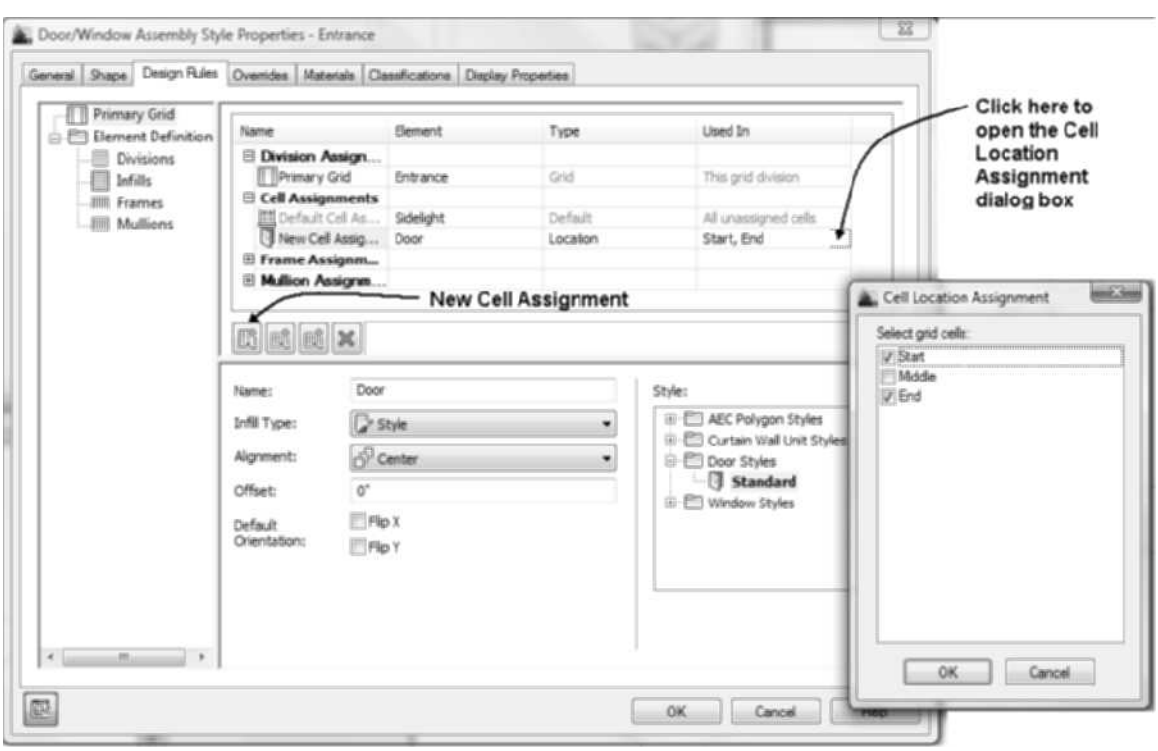

FIGURE 6.29 *Specifying the door unit for the middle location*
20. Select **Primary Grid** in the left pane, select **Cell Assignments** in the upper-right pane, and choose the **New Cell Assignment** button in the right pane as shown in Figure 6.29.
21. Edit the New Cell Assignment. Click in the **Element** column, and select **Door** from the drop-down list. Click in the **Used In** column, edit the Cell Location Assignment to **Middle**, and clear the checkboxes for **start** and **end** as shown in Figure 6.29. Click **OK** to dismiss the **Cell Location Assignment** dialog box.